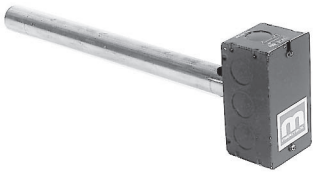

Figure 7. Sensor and Mixing Tube Assembly
a. For units with sensor and mixing tube assembly (see **Figure 7**), remove ductwork access panel, slide mixing tube into ductwork, and secure sensor.